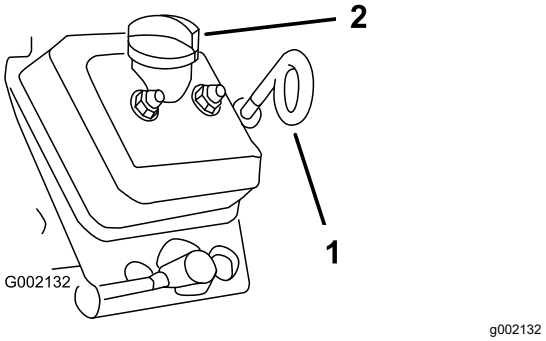

Figuur 40
8. Maak de omgeving van de oliepeilstok, vuldop en vulbuis schoon, en neem de peilstok eruit (Figuur 40).
9. Verwijder de vuldop en giet geschikte olie in de vulbuis totdat het oliepeil de Vol-markering op de peilstok heeft bereikt (Figuur 40).
10. Steek de peilstok volledig in de peilstokbuis, neem de peilstok eruit en controleer het oliepeil (Figuur 40).
11. Breng de peilstok in de peilstokbuis en monteer de vuldop op de vulbuis; zorg ervoor dat de peilstok en de dop stevig vastzitten (Figuur 40).